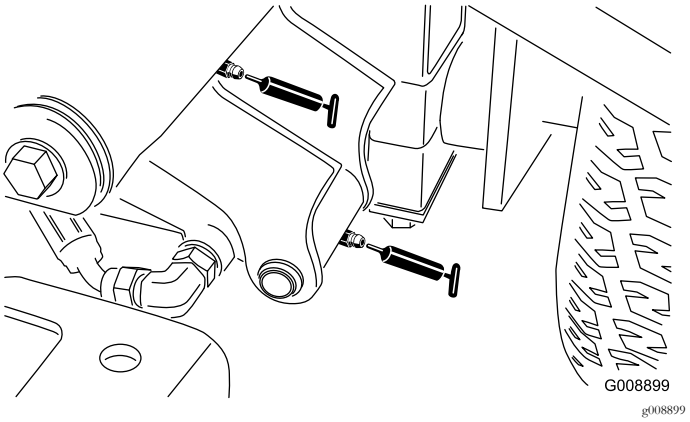

Figur 55
- Forreste venstre løftearms drejetap og løftecylinder (2) (Figur 55)